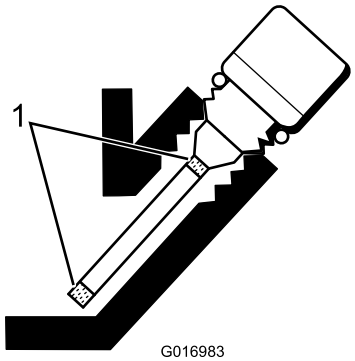

Figur 23
5. Hvis oliestanden er lav, skal du fylde så meget olie på, at standen er mellem mærkerne på målepinden (Figur 23).